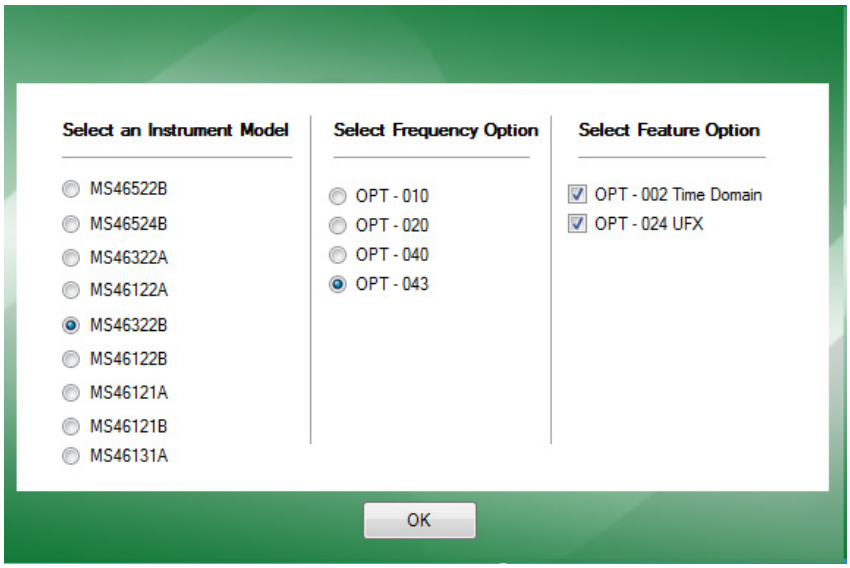

Figure 3-8. Simulator Select Instrument
3. Once Simulation Mode is selected, the default menu screen appears. See Figure 3-8.